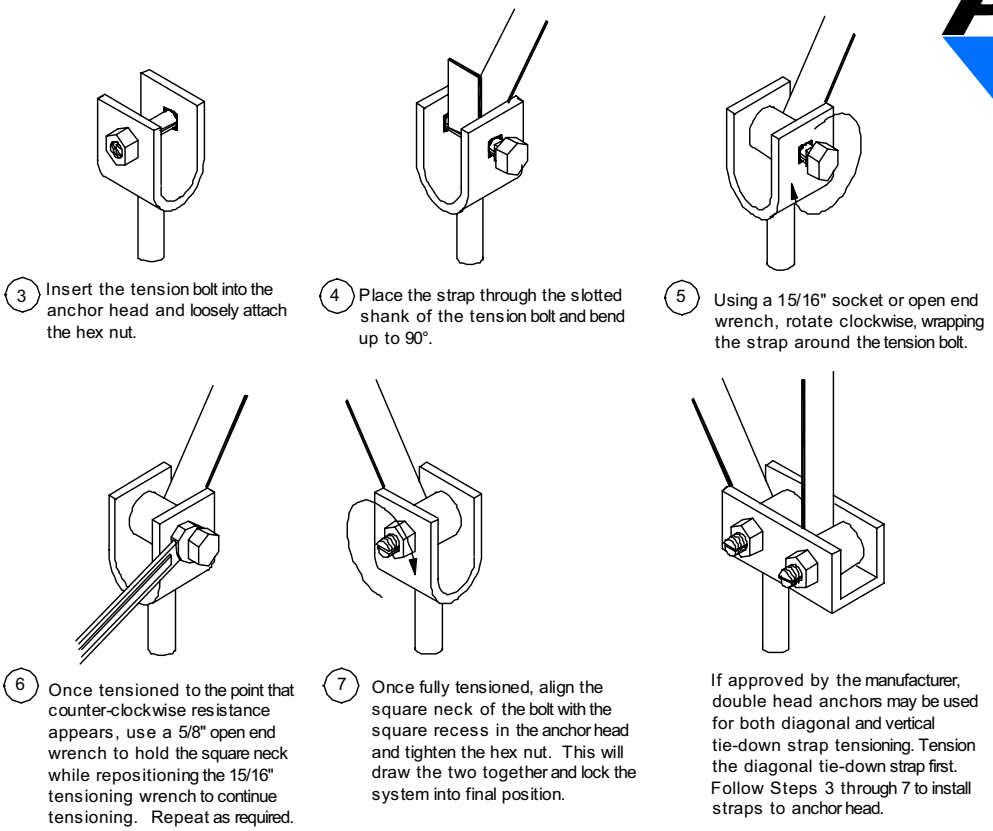

Figure 78. *Procedure for connecting the strap to frame and anchor*
2. **Connect strap to anchor.** Connect the other end of the strap to the split bolt in the anchor. Leave enough strap length to be able to make at least three, but no more than five complete turns around the bolt before it becomes tight (approximately 2 1/2 inches per turn or 7 1/2 to 13 inches total). Fewer than three turns and the strap may not hold onto the bolt when force is applied. Conversely, more than five turns may not fit within the U-channel of the anchor head. Follow the procedure outlined in **Figure 78**.